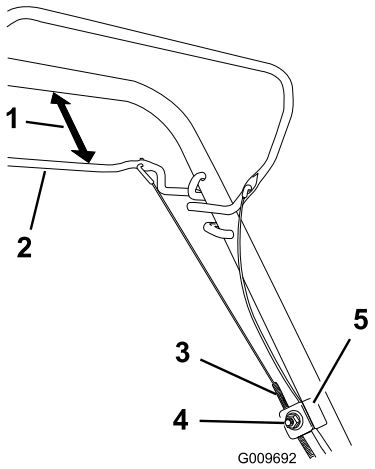

Figur 31
1. Lossa muttern som håller fast kabeln (Figur 31).
2. Håll självdrivningsstången 25–38 mm från handtaget (Figur 31).
3. Dra nedåt (mot maskinen) tills kabeln är sträckt (Figur 31).